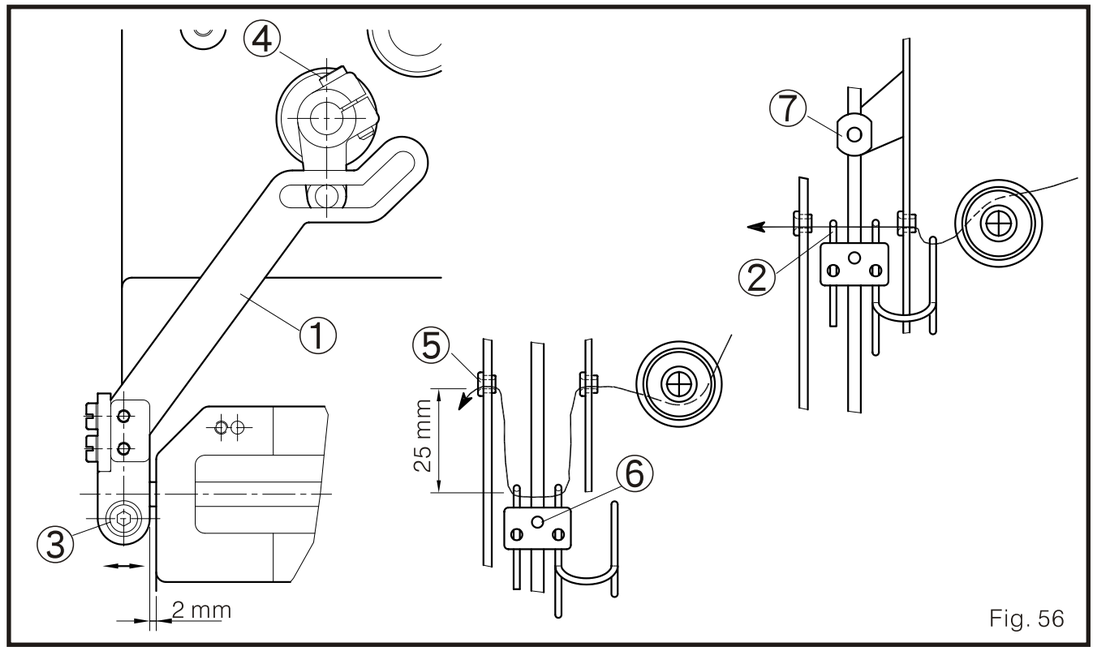

Fig. 56
1. El espacio desde la barra guía conector 1 del equipo de control de hilo hasta el soporte es de 2mm cuando la barra 1 esta en su posición fija frontal. El hilo de aguja y la barra de arrastre 2 deben estar en las posiciones que se muestran en (Fig. 56)